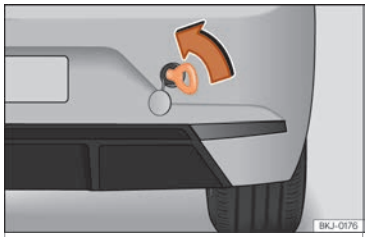

Fig. 48 Right side of the rear bumper: towline anchorage in position.
- Screw the towline anchorage into the housing by turning it as far as it will go **anticlockwise** ››› Fig. 48››› ❶. Use a suitable object that can completely and securely tighten the towing eye in its housing.